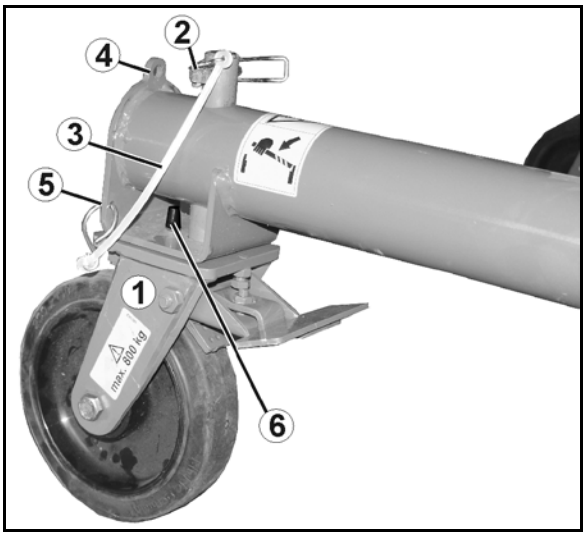
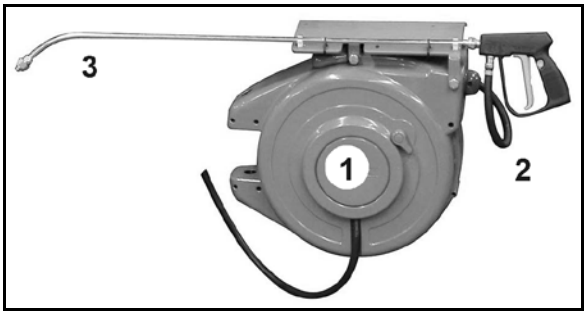

图 58
图 59
> - 用固定带（图 58；图 59/3）将制轮楔固定在机器（图 58/5；图 59/5）上。
5. 可转向的前脚轮（图 58/1）/
固定式后脚轮（图 59/1）
- o 安装并用制轮楔（图 58；图 59/2）固定，或者
> 不使用运输脚轮时，将制轮楔固定在停车位置（图 58/4；图 59/4）。
> 安装固定式脚轮时，确保销栓（图 59/6）穿过框架上的孔，从而使脚轮保持纵向。